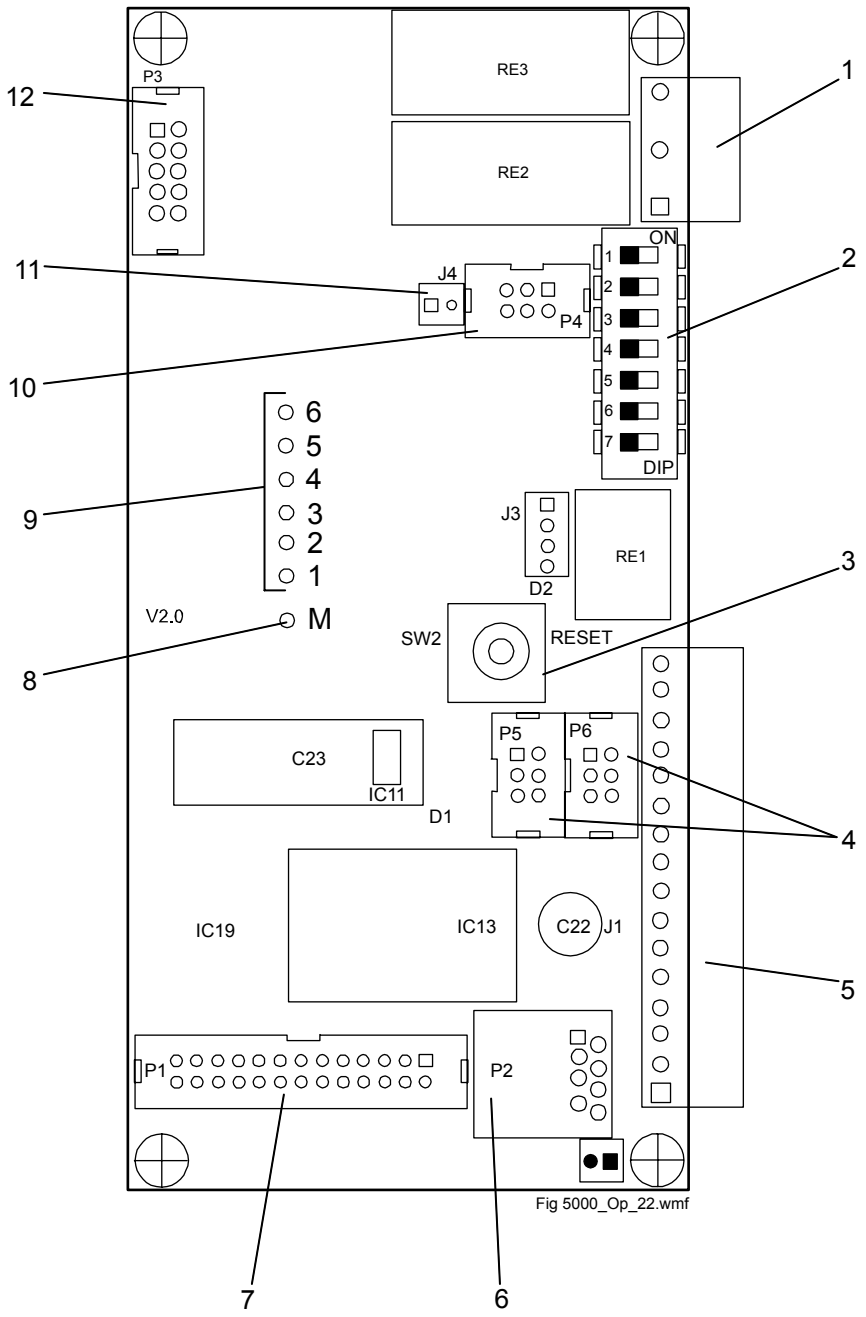
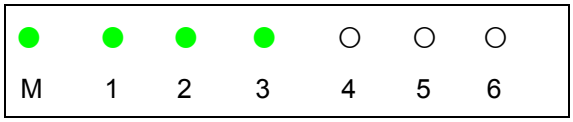
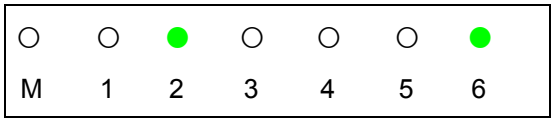

Bild 16 Masternoden
Bild 17 Visar en treplanshiss som fungerar normalt, med stängda och låsta dörrar. Dioden M och en diod för varje stannplan lyser.
Bild 18 Visar att säkerhetskretsen är bruten. T. ex. att ett lås eller en dörr är öppen.
På masternoden finns det sju lysdioder som är märkta: M för masternoden och 1, 2, 3, 4, 5, 6 för respektive stannplan, se Bild 16. Dioderna visar, med olika kombinationer, om allt är normalt eller om fel inträffat. Vid ett fel så är det alltid någon diod som blinkar, se avsnitt 4.2.
b. Öppna serviceluckan på plattformen och kontrollera lysdioderna på masternoden för att se om de indikera något fel, se Bild 16 pos 8 och 9 samt Bild 17.
c. Om diod M och diod 6 lyser så är säkerhetskretsen bruten, se Bild 16 pos. 8 och 9.
Med hjälp av dioderna M och 1 – 6 Bild 16 pos. 8 och 9 kan man under normal drift och vid ett fel få information om vad som händer i styrsystemet.
Bild 17 och Bild 18 visar hissen inställd i normalläge. Dvs. att DIP-switchen på masternoden är inställd för normal användning av hissen, se avsnitt 5.